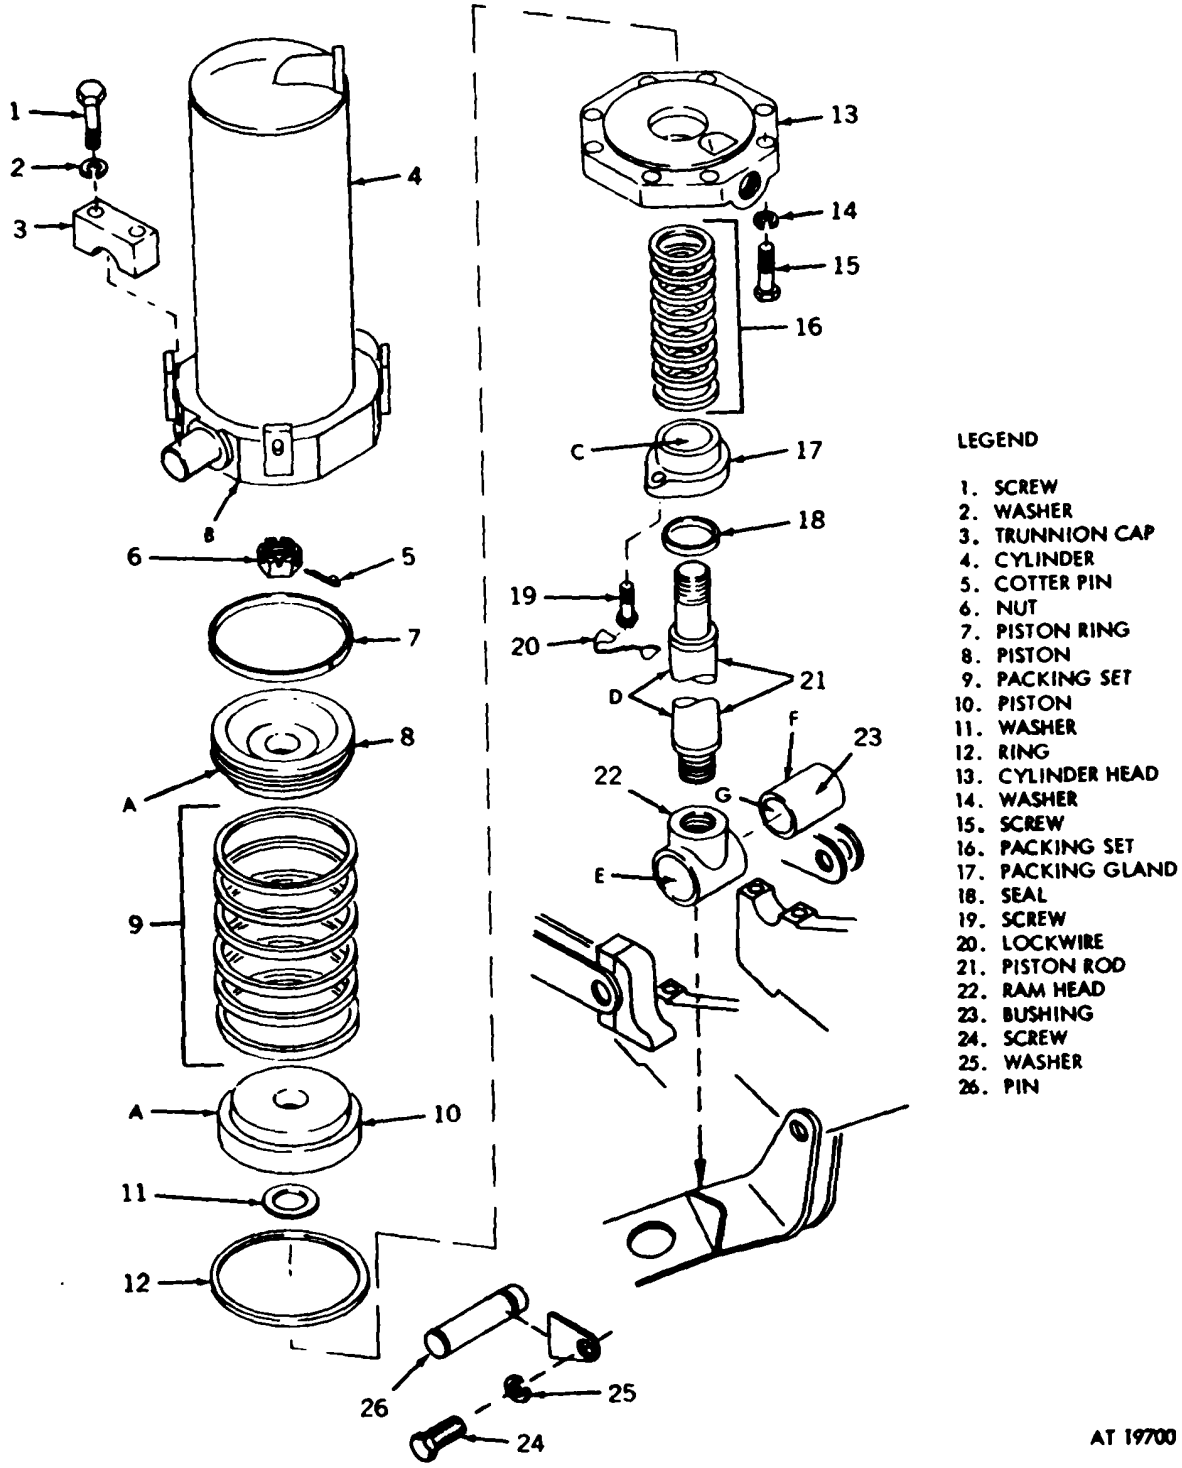

Figure 4-3. Disassembly or assembly of moldboard cylinder and ram.
b. Disassembly. To disassemble the moldboard cylinder and ram, refer to figure 4-3 and proceed as follows.
(1) Remove eight screws and washers (15 and 14) from cylinder head (13).
(2) Slide cylinder (4) from piston assembly.
(3) Remove ring (12) from grove in cylinder (4).
(4) Remove cotter pin (5) from nut (6) and remove nut (6) from piston rod (21).
(5) Remove piston (8) from piston rod (21).
(6) Separate piston ring (7) from piston (8).
(7) Remove packing set (9) from piston (10).
(8) Slide piston (10) from piston rod (21). bulldozer will be placed in administrative storage storms, wind storms, or other severe weather
(9) Remove washer (11) from piston rod (21).
(10) Slide piston rod (21) from cylinder head (13).
e. Assembly. During assembly, replace packing set, seals, and/or all worn or deformed parts. To assemble the moldboard cylinder and ram, refer to figure 4-3 and proceed as follows.
(1) Install bushing (23) in run head (22).
(2) Connect threaded ram head (22) to piston rod (21).
(3) Install packing set 116) into internal bore of cylinder head (13).
(4) Using two screws (191, secure packing gland (17) to cylinder head (13). Secure screws (19) with lockwire (20).
(5) Install seal (18) in packing gland (17).
(6) Slide piston rod (21) into cylinder head (13) bore.
(7) Slide washer (11) over piston rod 121).
(8) Install piston (101 on piston rod (21).
(9) Install packing set (91 on piston (10).
(10) Install piston ring (17) on piston (8). Install piston (8) on piston rod (21) to mate with packing set 19).